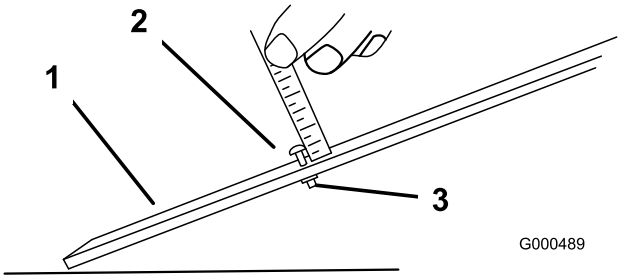

Figur 48
3. Løsn møtrikken på målestangen (Figur 48), og indstil justeringsskruen på den ønskede klippehøjde. Afstanden mellem skruehovedets bund og stangens flade udgør klippehøjden.